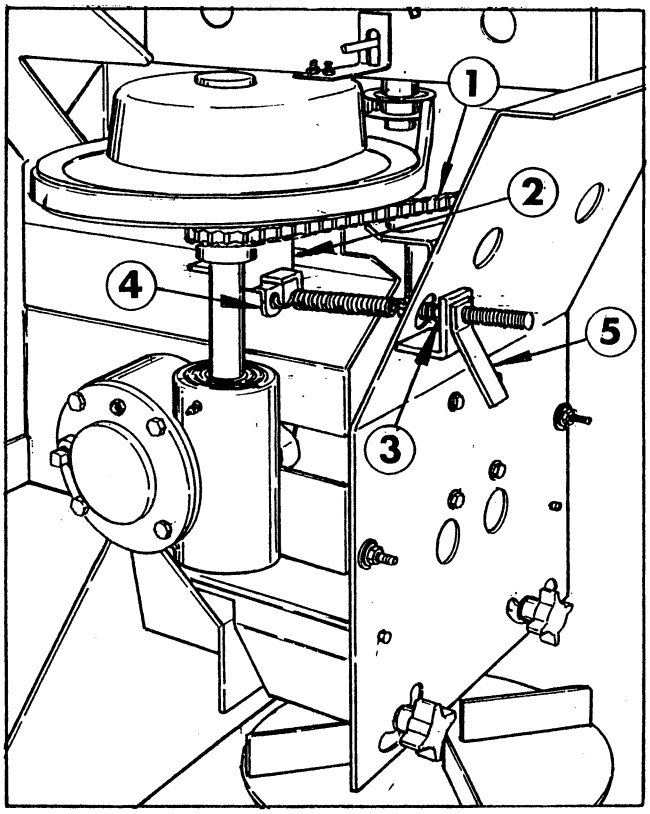

FIG. 11
1. Make sure the Sprockets are in vertical alignment with one another. Correct any misalignment by loosening the set screw in the Gearbox Sprocket and raise or lower it to align it with the Spinner Sprocket. See FIG. 11.